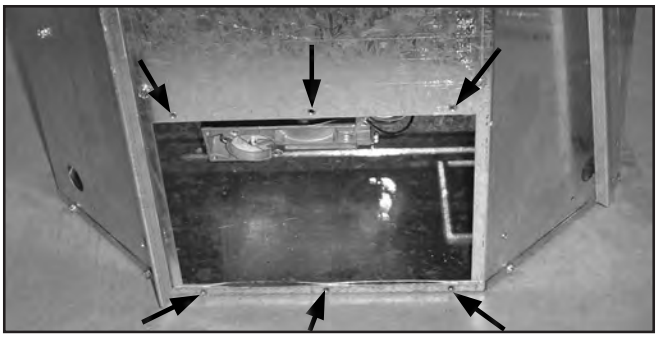

Figure 39: Removing Back Plate From Haven.
1. Use a flat head screwdriver or a ¼" socket to remove the six (6) screws holding the back cover on (see Figure 39).